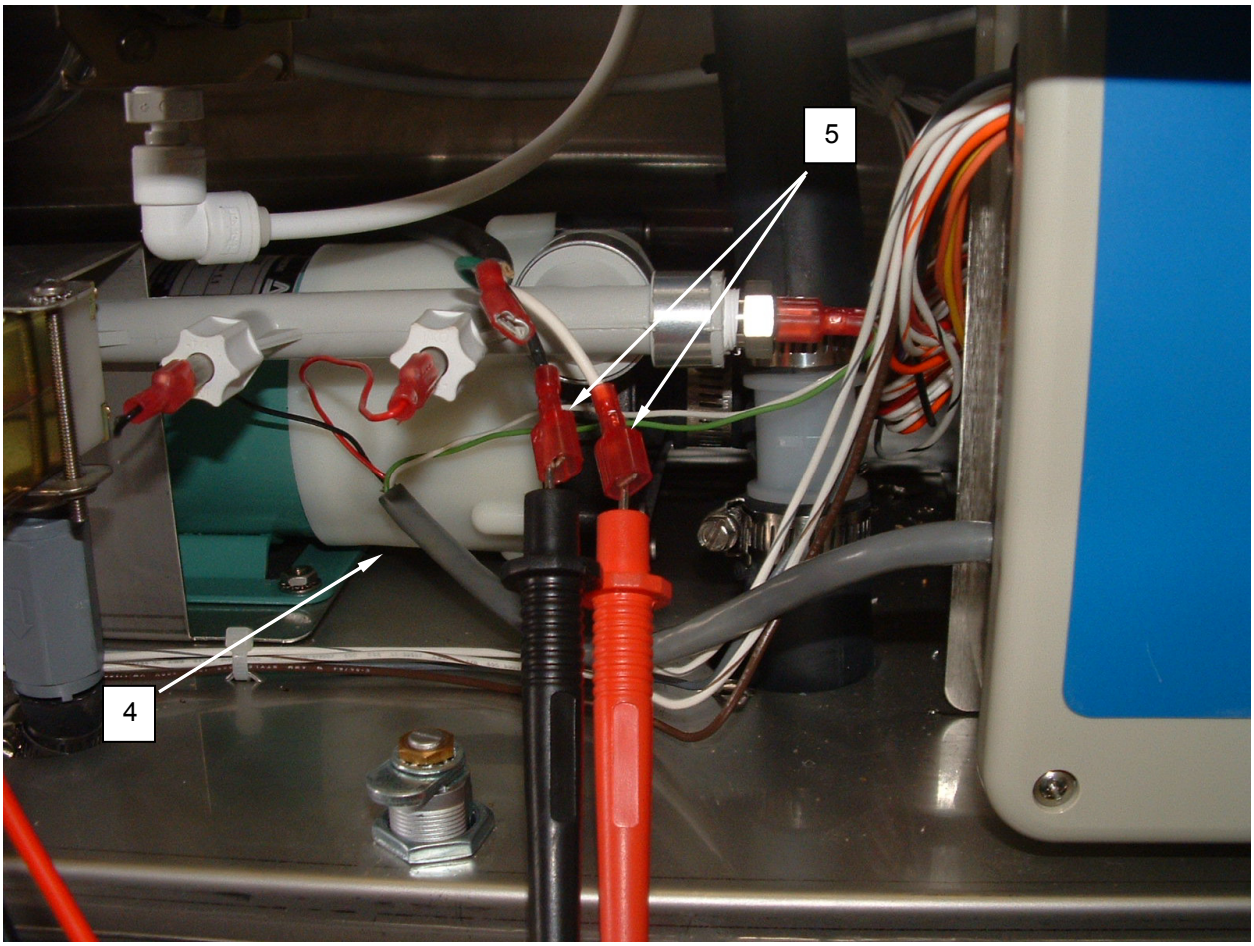

Figure 2. Test the Pump Motor.
2. Unlatch key lock and remove cover **(Figure 2, Item 2)**.
3. Tag and disconnect the wiring from the pump **(Figure 2, Item 4)**.
4. Use an ohmmeter to test for 25 ohms resistance between the motor leads **(Figure 2, Item 5)**.
5. Use an ohmmeter to test for infinite resistance between each motor lead **(Figure 2, Item 3)** and ground.
6. Replace a pump **(Figure 2, Item 4)** with an open motor, or a motor that has shorted to ground.
7. Connect the wiring to the pump **(Figure 2, Item 4)** as tagged.
8. Install cover **(Figure 2, Item 2)** and latch.